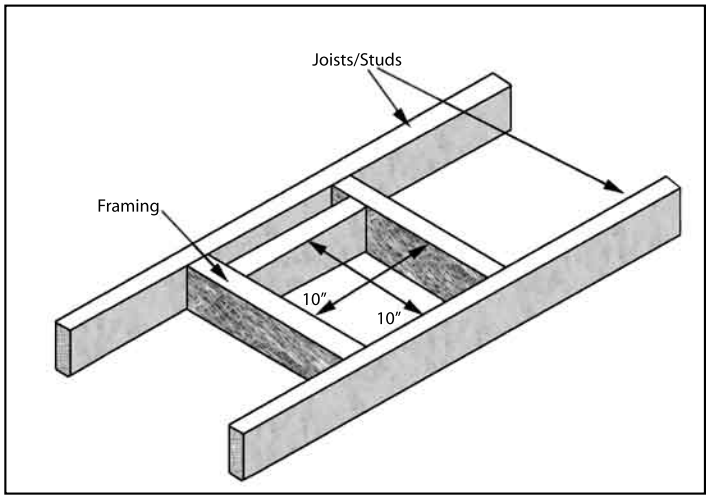

Figure 17. Vent Framing Through Wall/Ceiling.
A 1 inch (2.5cm) clearance to combustibles must be maintained around any vertical vent pipe. Around a horizontal vent pipe, the clearance to combustibles should be 2 inches (5cm) above and 1½ inches (4cm) on the sides and bottom. When combustible materials are directly above a 90° elbow, 3 inches (7.6cm) of clearance are necessary. A 10 inches (25cm) x 10 inches (25cm) frame will assure the proper support and spacing for the vent pipe as it passes through the wall. The wall thimble are supplied with the stove. Installations in Canada require that a wall thimble be used for passing through walls and ceilings, see Figure 17. All sealing and vapour barriers must comply with local building codes.
Step 3. To install the wall thimble in a **flat ceiling**, cut a 10 inches (25.4cm) x 10 inches (25.4cm) square hole in the ceiling. The previously drilled hole should be at the center of the new hole. The square hole should be framed. See Figure 17. For other roof pitches see Table 3.